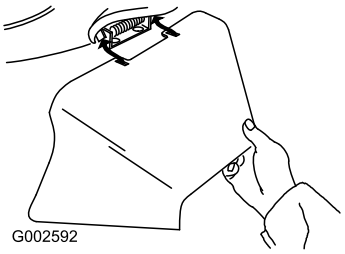

Figuur 31
3. Monteer de zijafvoertunnel en sluit het deurtje op de tunnel (Figuur 31).